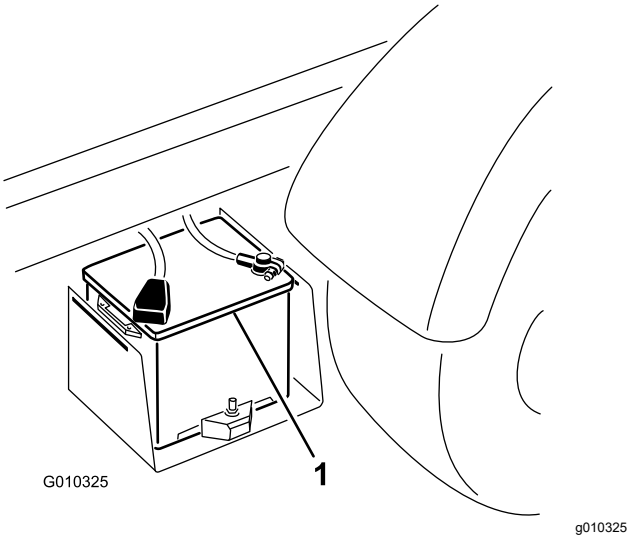

Figur 43
2. Anslut en startkabel mellan de två batteriernas pluspoler (Figur 43).